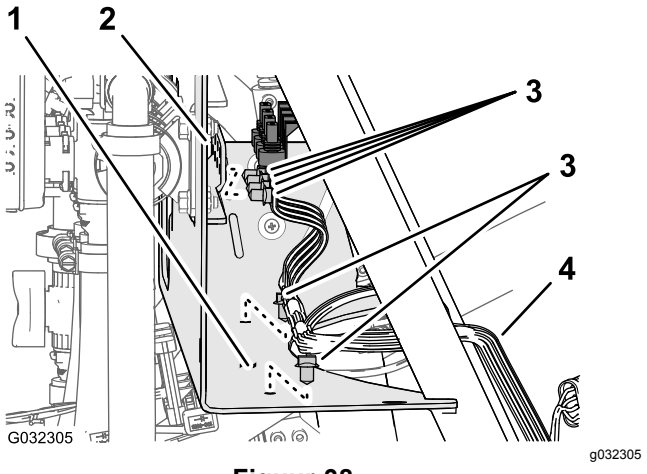

Figuur 38
3. Verwijder de pluggen waarmee de achterste kabelboom bevestigd is aan de openingen aan de voorzijde en de onderplaat van de bevestigingsbeugel van het verdeelstuk (Figuur 38).